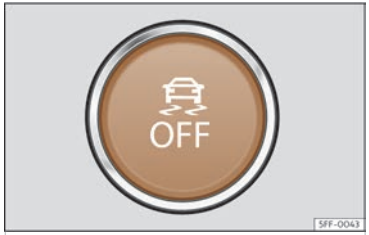

Fig. 129 On the lower part of the centre console: ESC on/off button (depending on the version).
- The TCS can be switched on and off by briefly pressing the button on the centre console ››› **Fig. 129**.
- In Sport mode, the ESC can be switched off and on by briefly pressing the button on the centre console ››› **Fig. 129**.
- The ESC can be switched on and off by briefly pressing the button on the centre console >>> Fig. 129.